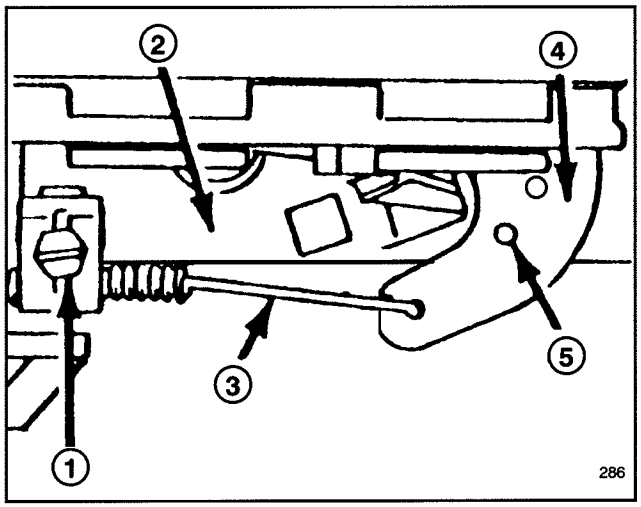

Figure 18
3. Desserrer le serre-câble jusqu'à ce que le câble glisse librement (Fig. 18).
4. Déplacer le câble vers la gauche ou la droite jusqu'à ce que les trous du levier et du support de la commande des gaz soient alignés (Fig. 18).